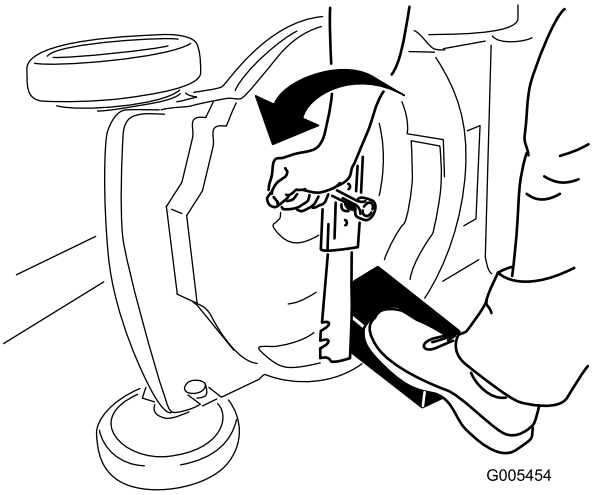

Figur 27
3. Brug en træklods til at holde kniven fast (Figur 27).
4. Afmonter kniven, men gem alle monteringsbolte og -møtrikker (Figur 27).